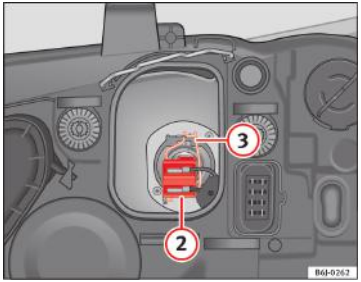

Fig. 154 Farurile fază scurtă
– Scoateți conectorul ⇒fig. 154 (2) din bec.
– Deconectați resortul de fixare ⇒fig. 154 (3) apăsându-l în interior şi către dreapta.